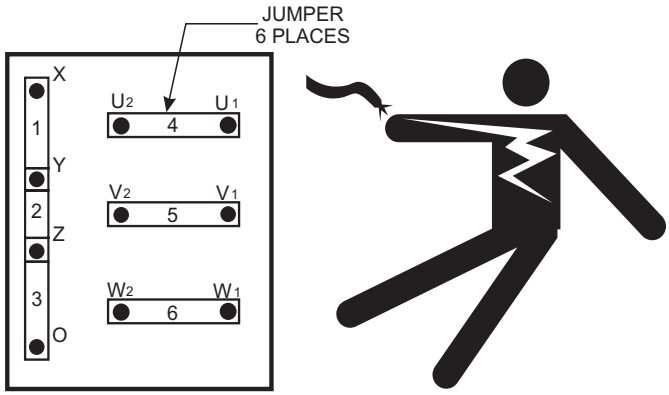

Figure 14. Voltage Change-Over Board
Voltages are selected by applying six jumper plates to the **voltage change-over board** (Figure 14), which is located inside the control box behind the generator control panel. This board has been provided for ease of voltage selection.
Various output voltages can be obtained using the UVWO output terminal lugs. The voltages at the terminals are dependent on the placement of the jumper plates (6) on the **voltage change-over board** (Figure 14) and the adjustment of the **voltage regulator** (Figure 18).